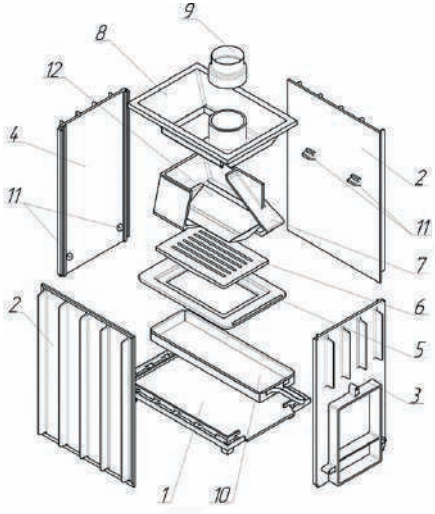

**Рис.11 Схема сборки топочного агрегата печей:
2.3.1.2 На подготовленном месте в парной установить основание поз1 рис.11
2.3.1.3 В пазы основания установить боковые стенки поз.2 рис.11, затем переднюю поз.3 рис.11 и заднюю проз.4 рис.11. Приливы поз.11, рис.11 на боковых стенках должны быть расположены вверху, а на задней и передней стенках внизу.
2.3.1.4 Зафиксировав стенки эластичной стяжкой (резиновым жгутом), уложить основание колосника поз.5 рис.11, затем установить колосник поз.6, рис.11 в посадочное место в основании колосника.
2.3.1.5Установить емкость для камней поз.7 рис.11, установить в нее поддон поз.12 рис.11 для сбора излишков вылитой на камни воды.
2.3.1.6 Установить крышку топки поз.8 рис.11.
2.3.1.7 Установить в подколосниковое пространство зольный ящик поз.10, рис.11. Установить на патрубок крышки топки переходник поз.9 рис.11.